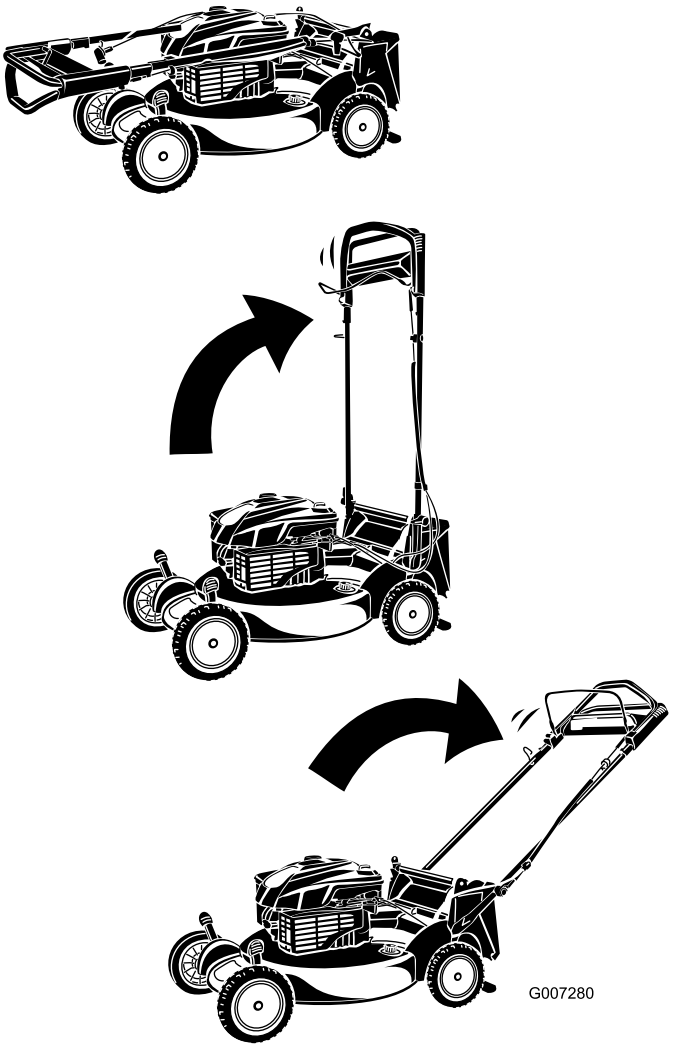

Figura 4
3. Doble el manillar hacia atrás (Figura 4).